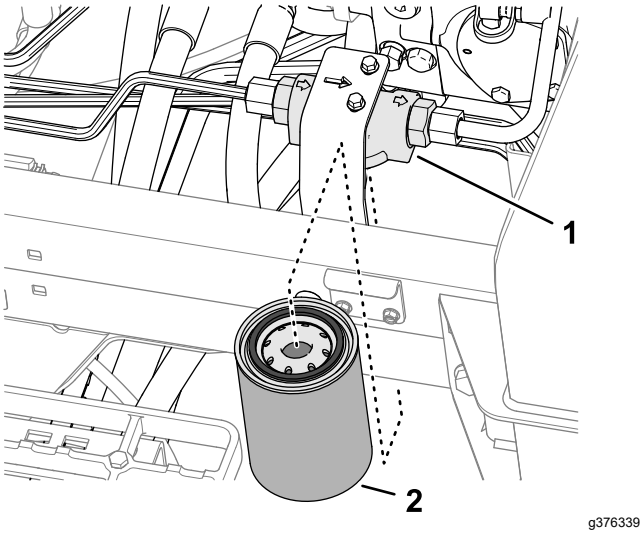

Рисунок 146
3. С левой стороны машины поставьте сливной поддон под фильтр линии нагнетания (Рисунок 146).